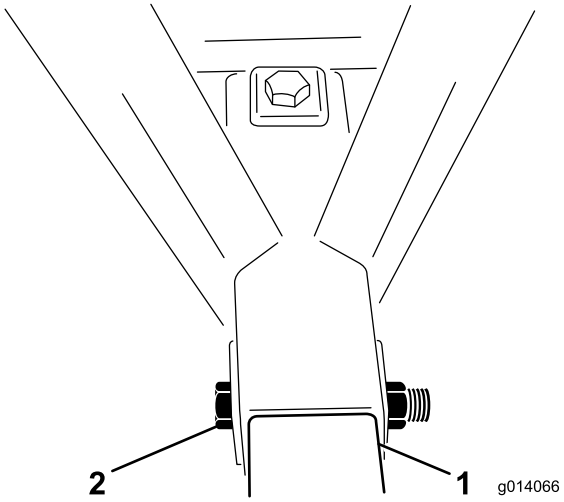

Figur 4
5. Før en 1 x 6-1/2 tommes bolt gennem rammen og bugsertrækkets rør, og monter låsemøtrikken (Figur 4).
6. Før den anden 1 x 6–1/2 tommes bolt gennem rammens overside og ned gennem bugsertrækkets rør. Monter låsemøtrikken (Figur 4).